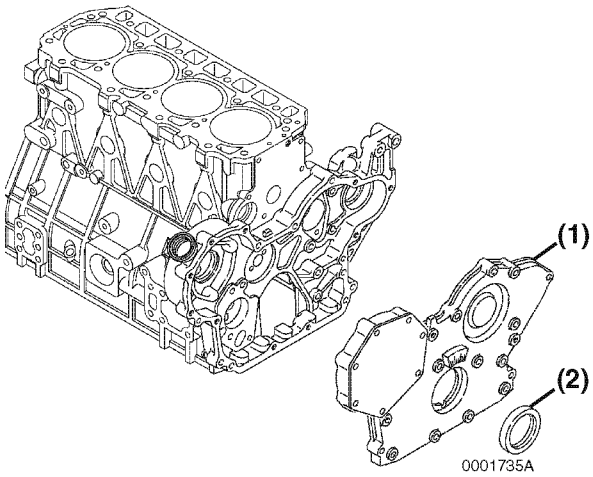

Figure 6-111
1. Remove the seal **(Figure 6-111, (2))** from the cover **(Figure 6-111, (1)).**
2. Apply a continuous bead of ThreeBond Liquid Gasket No. 1212, Yanmar Part No. 977770-01212 to the outside diameter of a new oil seal **(Figure 6-111, (2)),** and install in the gear case cover. Apply lithium grease to the lip of the seal.